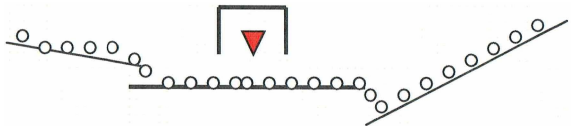

Abbildung 2
- *Abbildung 2: Der Zerstäuberkopf über einem Rolltisch.*